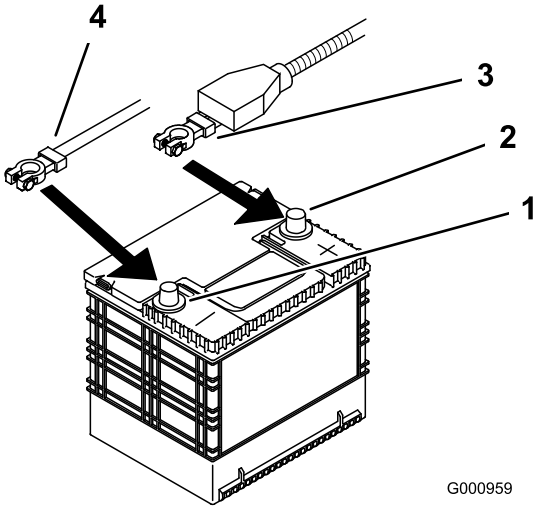

Figur 53
4. Lossa först batteriets minuskabel från batteriets minuspol (–) (Figur 53).
5. Skjut av den röda anslutningsskon från batteriets pluspol (röd). Lossa sedan batteriets pluskabel (röd) (Figur 53).
4. Fäst kablarna med 2 bultar (1/4 x 3/4 tum), 2 brickor (1/4 tum) och 2 låsmuttrar (1/4 tum) (Figur 53).